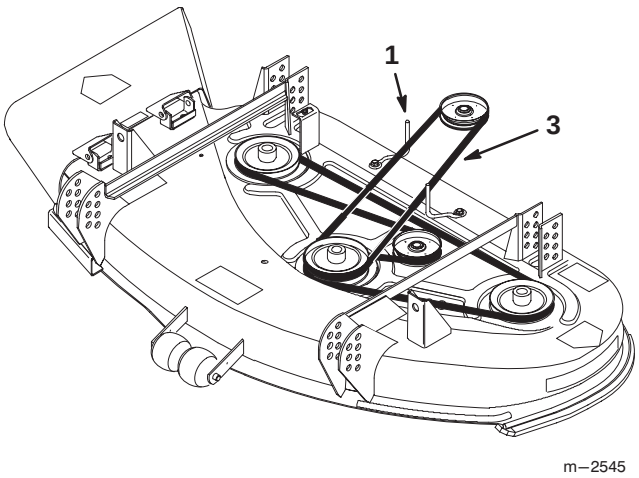

Figure 7
9. Check the position of the belt guides. The guides should be positioned about 1/8” (3 mm) away from the belt (Fig. 7). Adjust the belt guides as necessary.